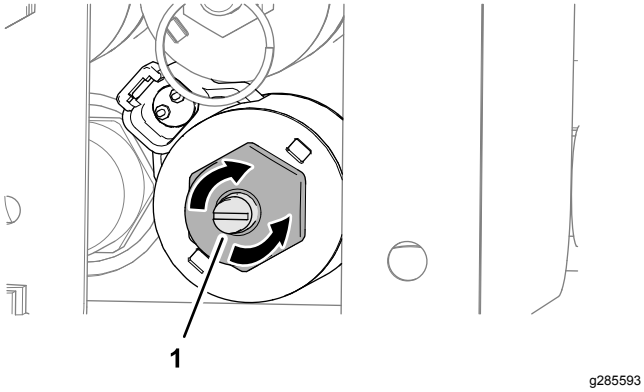

**Figur 32**
1. Vrid sexkantsskruven till säkerhetsventilen medurs för att öka golvhastigheten (Figur 32).